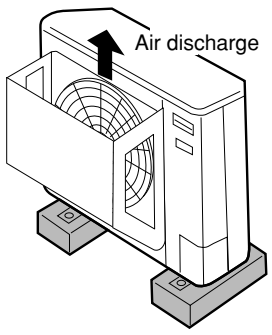

**Fig. 2-8**
- the air discharge outlet is facing to the sidewalk and discharged hot air annoys the passers-by. Refer to Fig. 2-8.